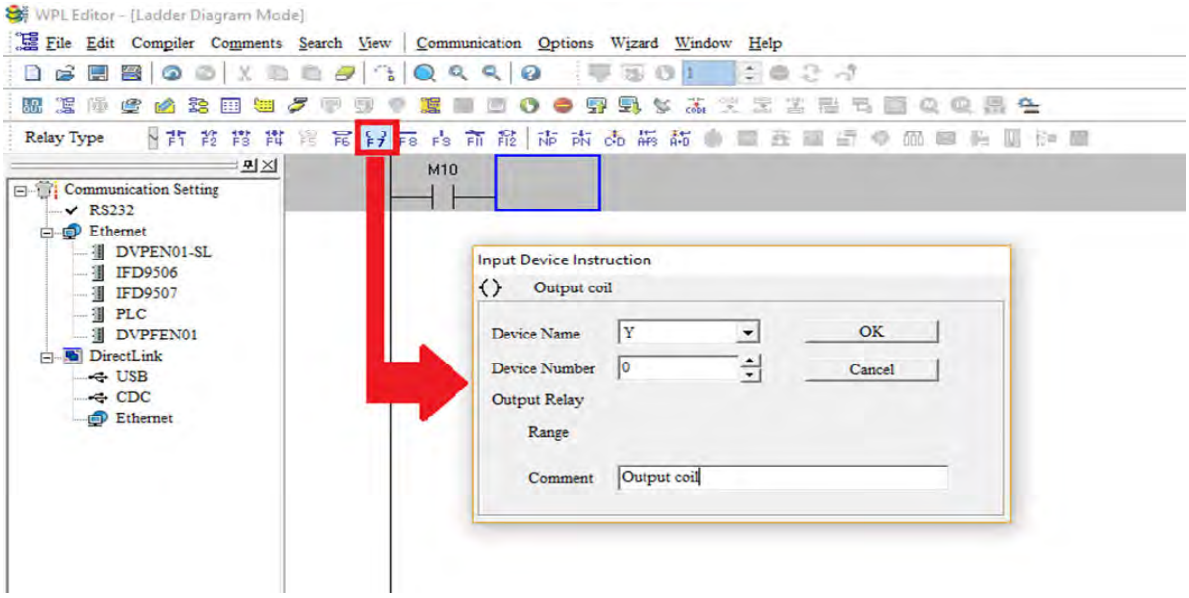

Figure 16-14
Step 3: Click on the output coil icon or press function key F7. After the name of the input device and the comment dialog box have appeared, the device name (such as "Y"), device number (such as "0"), and input comments (such as "output coil") can be selected; press the OK button when finished (see figure 16-14 and 16-15 below).